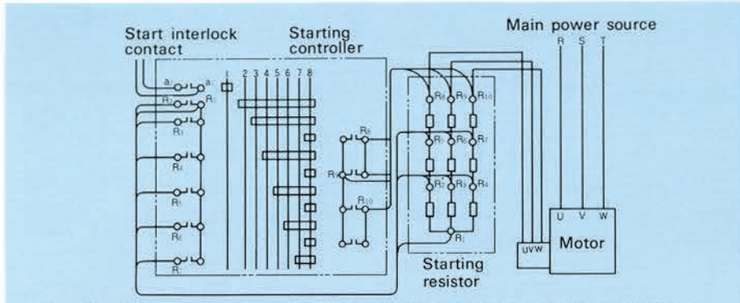

Fig. 21 Example of Connection for CS-208 Type Manual Starting Controller
**Legend (for Figs. 21, 22, 23)**